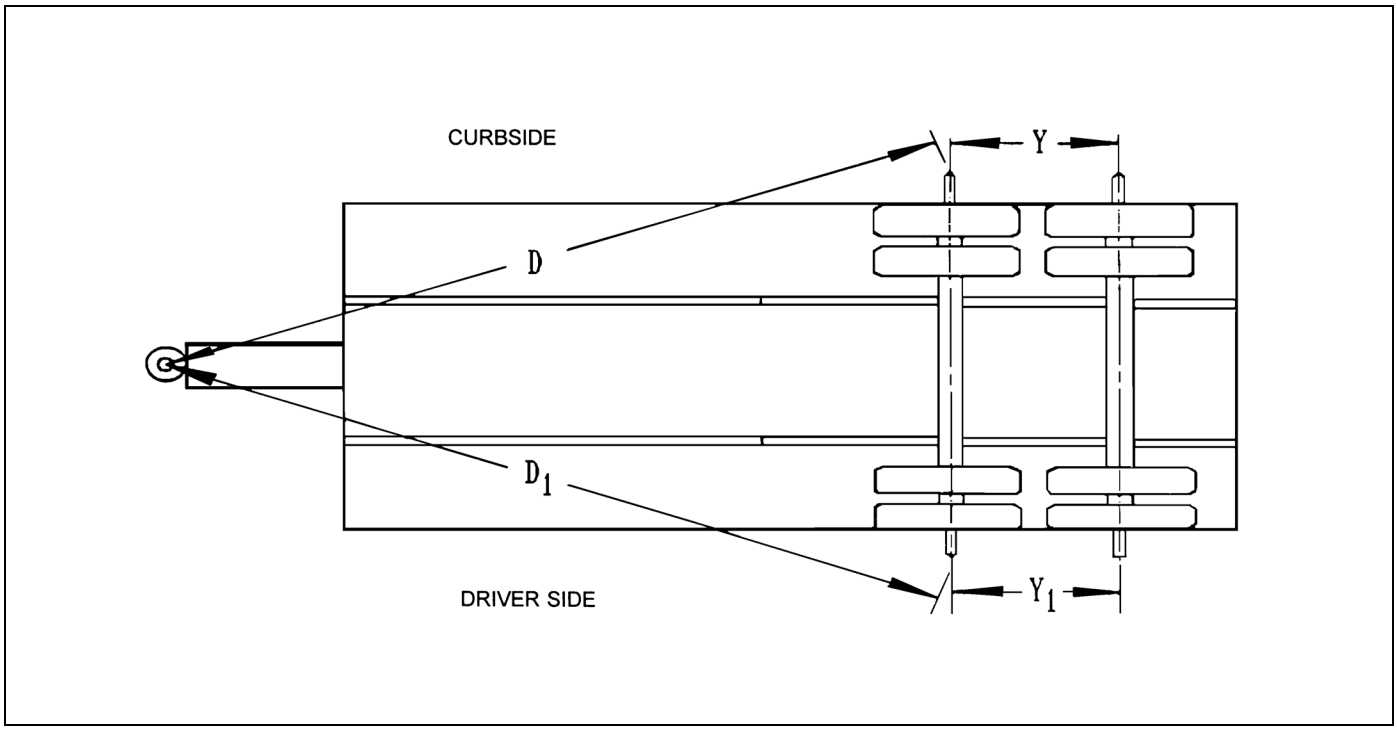

Figure 4-9: Checking Axle Alignment
4. Measure (D) from the plumb bob to the center point on one end of the axle. Record this measurement **(See Figure 4-9.)**
5. Measure (D1) to the other end of the axle in the same manner as in **step 4.** Record this measurement **(See Figure 4-9.)**